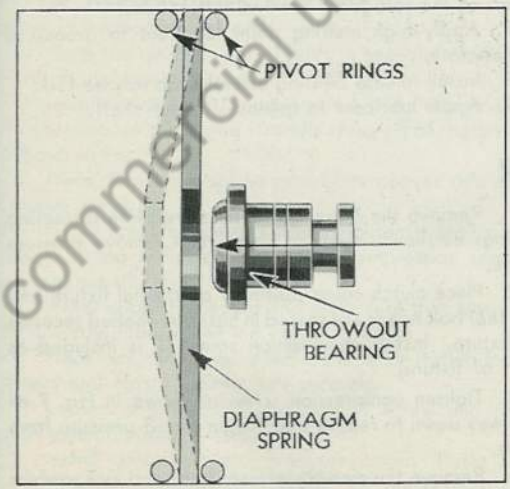

Fig. 3 Action of Diaphragm Spring
D. To better understand action of the diaphragm spring, refer to Fig. 3. Pressing on clutch pedal causes diaphragm spring to pivot on inner pivot ring, pulling clutch disc and pressure plate away from flywheel, disengaging clutch. Releasing clutch pedal causes diaphragm spring, by its own action, to pivot on outer pivot ring, thus pressing on outer diameter of pressure plate and forcing clutch disc into contact with flywheel, engaging clutch.